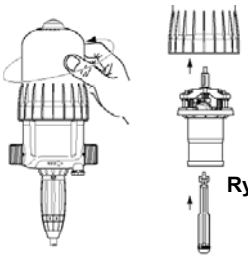

Rys. 16
- Odkręcić ręcznie klosz (**Rys. 16**) i zdjąć.